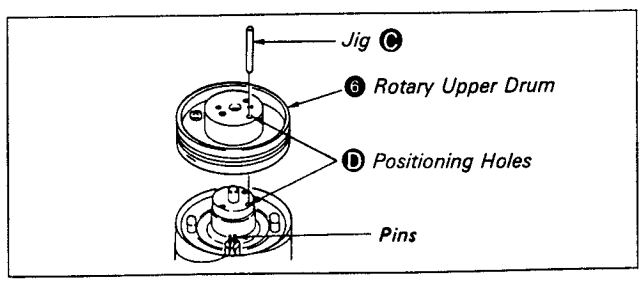

Fig. 7-47.
2) Insert Jig Ⓒ in the positioning hole Ⓓ so that the holes of the rotary upper drum ❻ and flange coincide. Lightly insert the rotary upper drum in the drum shaft while aligning their positions. (See Fig. 7-47.) (Check that pins are projecting above the holes on the printed circuit board of the rotary upper drum. When the pins are caught, correct using tweezers, etc.)